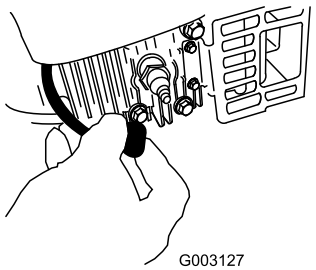

Figur 32
2. Kobl tændrørskablet fra tændrøret (Figur 32), før du udfører nogen form for vedligeholdelsesarbejde.